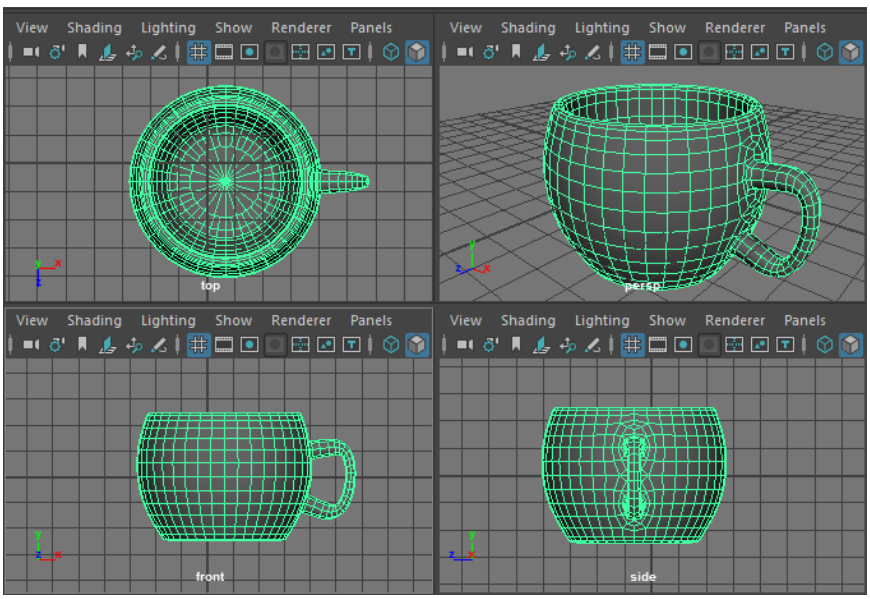

Figure 2-72 *The mug displayed in all viewports*
9. Select *mug* and then choose **Mesh > Remesh > Smooth** from the menubar; the mesh of *mug* is smoothened. Press SPACEBAR; the four viewports display the *mug* after applying **Smooth Tool**, as shown in Figure 2-72.